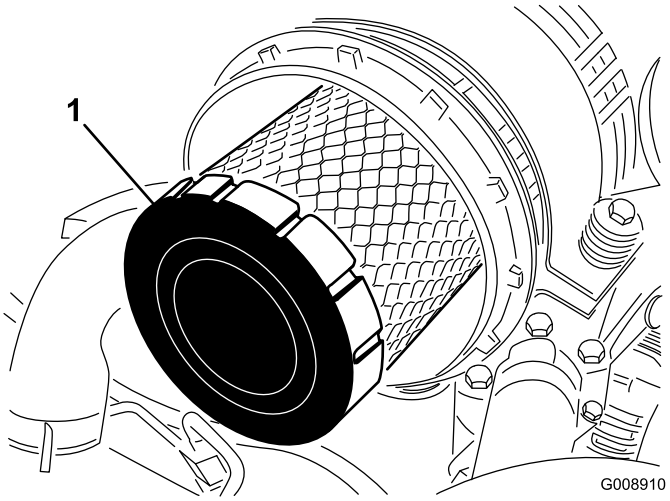

**Figur 63**
4. Afmonter og udskift primærfilteret (Figur 63).